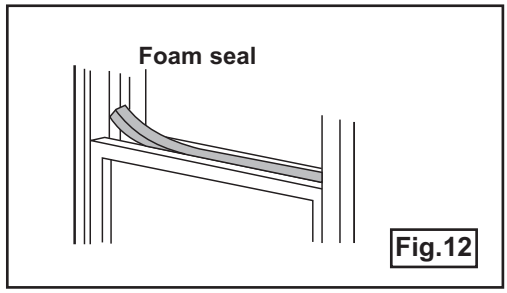

Fig.12
5. Cut the foam seal to an appropriate length and seal the open gap between the top window sash and outer window sash. Shown in Fig.12.